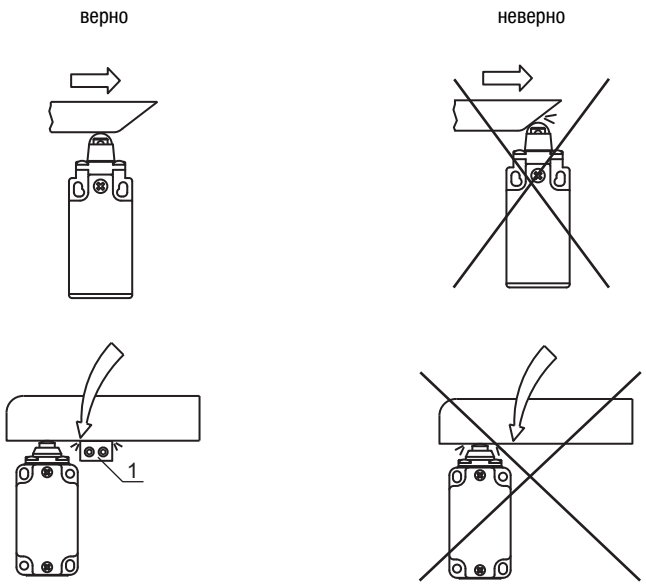

Рис. 6.3: Механический стопор (1)
- Использовать отдельный механический стопор (см. рис. 6.3).